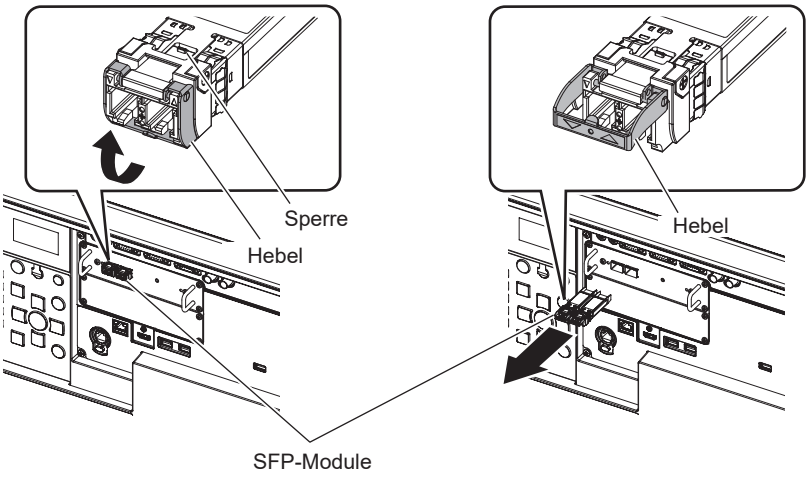

Abb. 1 **Abb. 2**
2) Lösen Sie die Sperre des SFP-Moduls. (Abb. 1)